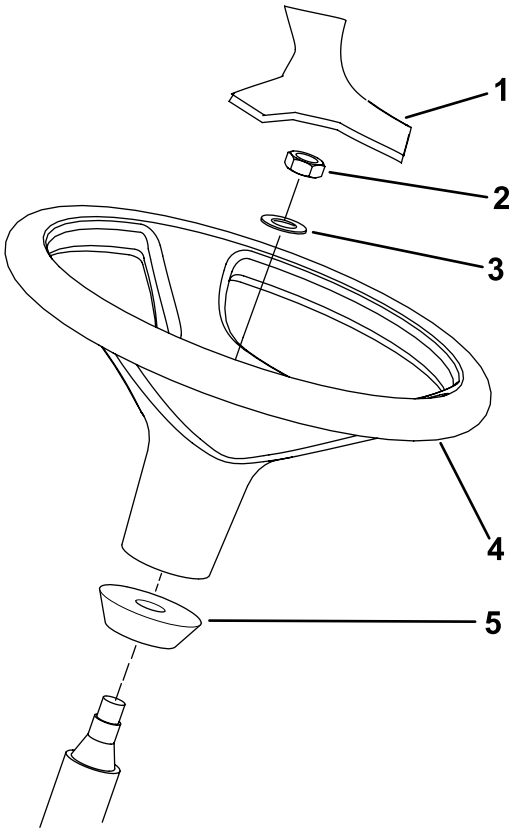

**Figuur 14**
1. Verwijder het stuurwiel van de transportsteun (Figuur 14).
**Opmerking:** Controleer of de schuimrubberen kraag op de stuuras zit (Figuur 14).
3. Schuif het stuurwiel en de ring op de stuuras (Figuur 14).
5. Plaats de kap op het stuurwiel (Figuur 14).